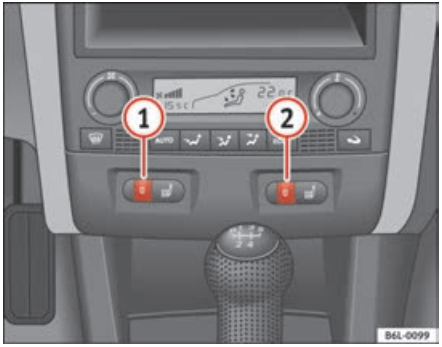

Fig. 76 Thumb wheel for the front seat heating ▶
– Turn the appropriate thumb wheel ⇒ page 108, fig. 76 to switch on the seat heating. The seat heating is switched off in the **0** position.